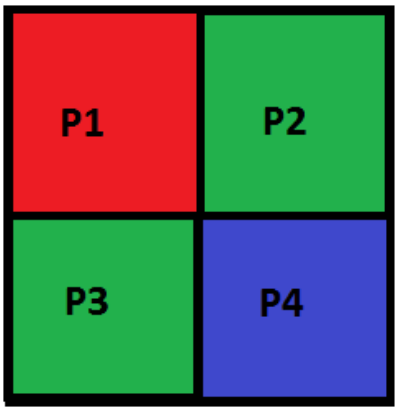

Figure 9.20. Bayer pattern
The nearest neighbor interpolation method is the simplest Bayer demosaicing algorithm. For a Bayer pattern [Bay76] of four neighboring pixels P1 to P4 (see Figure 9.20, 'Bayer pattern') the missing red (R), green (G) and blue (B) colors can be interpolated according to [Ada95]: